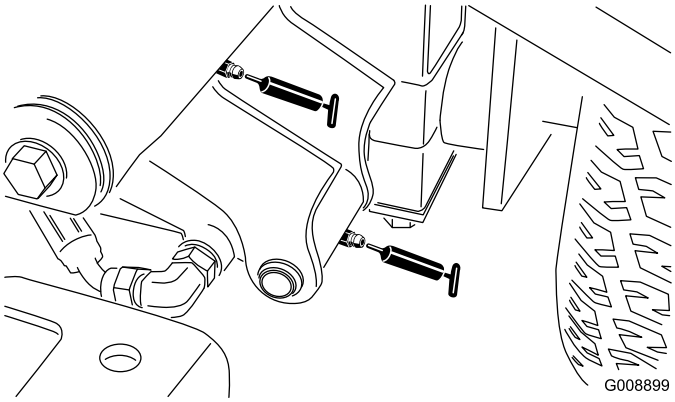

Figur 52
- Venstre fremre løftearmstapp og løftesylinder (2) (Figur 52)